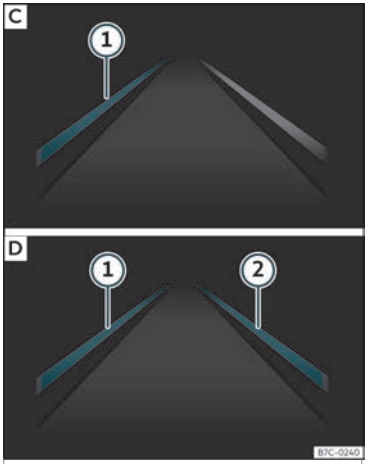

Fig. 225 Na pantalla do cadro de instrumentos:indicación na pantalla do sistema de aviso de saída do carril (exemplo 2).
– **fig. 225** C: O sistema está a traballar, a liña resaltada ① indica que hai risco de superar a liña do carril involuntariamente e está a actuar sobre a dirección para corrixir a traxectoria.
– **fig. 225** D: As dúas liñas resaltadas ① e ② acéndense á vez cando temos as dúas liñas de carril recoñecidas e a función de Guiado adaptativo no carril está activada.